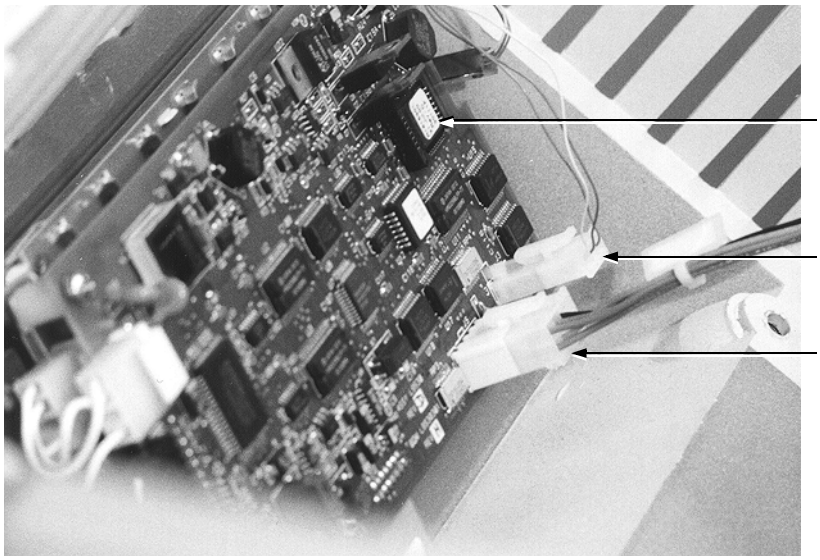

Figure 7-13 Touch Screen Assembly
3. Remove the PCB harness molex connector (Figure 7-13).
Figure 7-13 shows the Touch Screen Assembly. Figure 7-13 shows the PCB harness still attached to the front panel. At this point, however, it is already removed.
5. Remove the 3-pin molex display contrast connector from the touch screen assembly (Figure 7-13).
12. Being careful not to bend the pins, remove the software chip (Figure 7-13 on page 7-13) using a PLCC chip extractor, such as the AMP 821903-5.
8. Insert the 3-pin molex connector from the display contrast connector into the touch screen display board (Figure 7-13 on page 7-13).